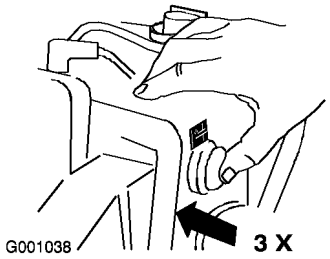

Figur 23
6. Snapsa genom att trycka in knappen ordentligt med tummen tre gånger, och hålla in knappen en sekund vid varje tryckning innan du släpper den igen (Figur 23).